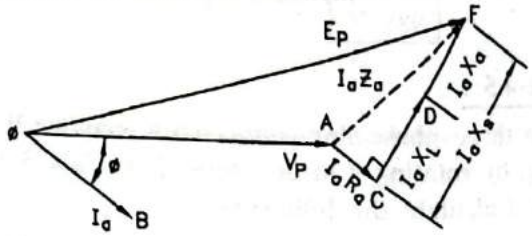

**FIG. 4.56 : VECTOR DIAGRAM OF ALTERNATOR AT LAGGING POWER FACTOR**
- Vector diagram of alternator at lagging power factor taking terminal voltage as the reference vector is shown in Fig. 4.56.